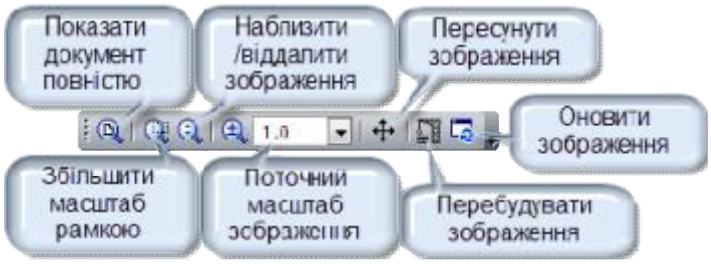

Рисунок 1.3 – Панель інструментів *Вид* програми КОМПАС.
5) Розглянути панелі інструментів системи, які знаходяться під головним меню: *Стандартна, Поточний стан, Вид*. (див. рис. 1.3). Назви 3-4 інструментів з кожної з панелей інструментів занести до звіту.